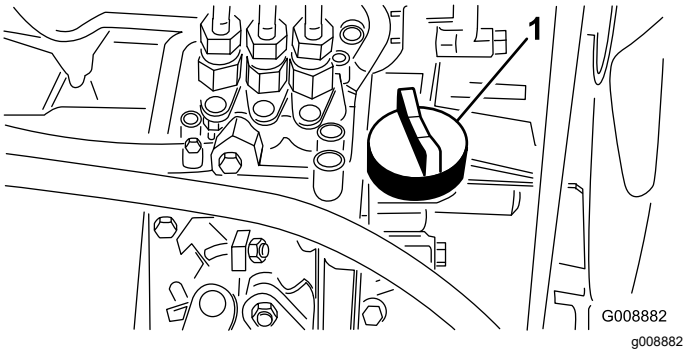

Figur 53
4. Hvis oliestanden er lav, skal du fjerne oliepåfyldningsdækslet (Figur 53) og gradvist fylde små mængder olie på og ofte kontrollere oliestanden, indtil den når FULL-mærket på målepinden.